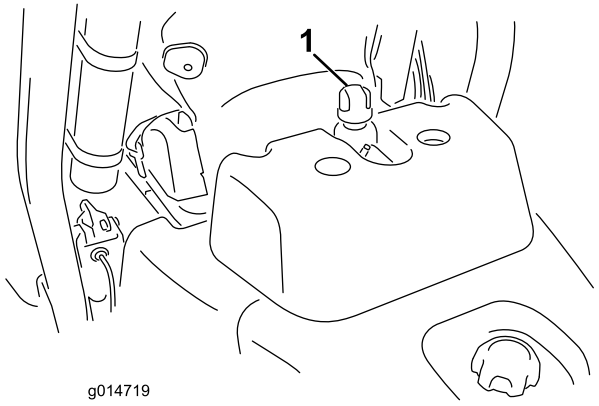

Figur 31
2. Ta lokket av tanken (Figur 31).